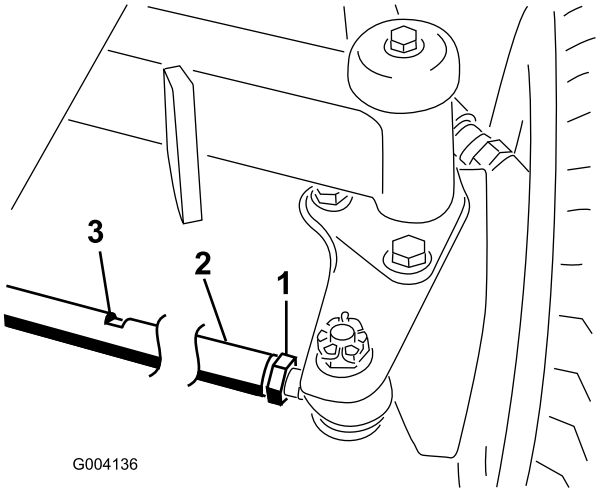

Figur 60
2. Løsn kontramøtrikken for hver ende af forbindelsesstangen (Figur 60).